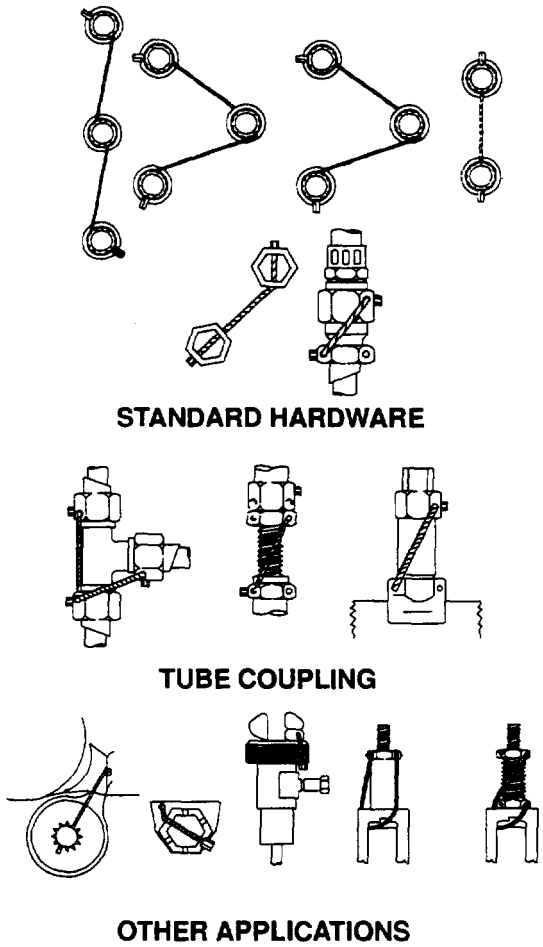

Figure 2-90. Examples of Installed Safety Cable
e. *Examples of Installed Safety Cable.* See figure 2-90.